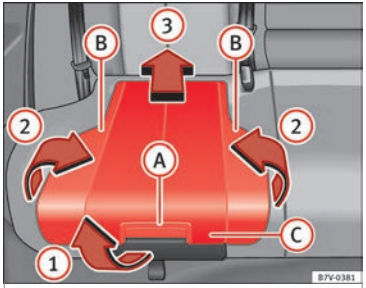

Fig. 94 Integrated child seats. lift up the cushion
- Pull the unlock lever ››› Fig. 94 (A) on the cushion in the direction of the arrow ››› Fig. 94 (1).
- Fold both sides ››› Fig. 94 (B) up in the direction of the arrow ››› Fig. 94 (2).
- Push the cushion ››› Fig. 94 (C) back in the direction of the arrow ››› Fig. 94 (3) until it engages.